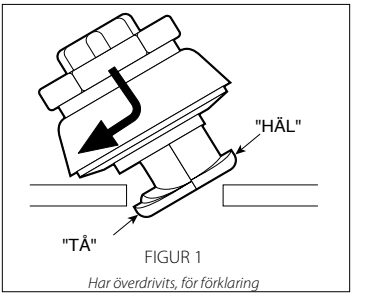

FIGUR 1
4. FÖR IN TYP 923 ELLER 924: Passa in "foten" på typ 923 eller 924 med röret. Tippa in "tån" i avstickshålet för att föra in typ 923 eller 924 (se figur 1 ovan).